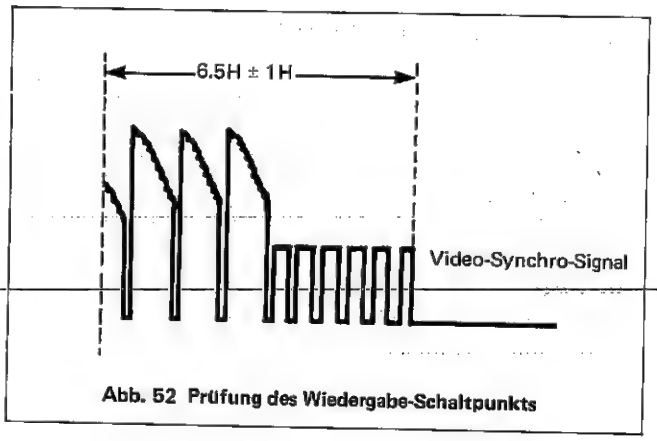

Abb. 52 Prüfung des Wiedergabe-Schaltpunkts
5) Auf (–) Steigungs-Trigger-Betrieb einstellen und R724 (Kanal-2 Phase) so abstimmen, daß die Bedingungen in Abb. 52 erzielt werden.